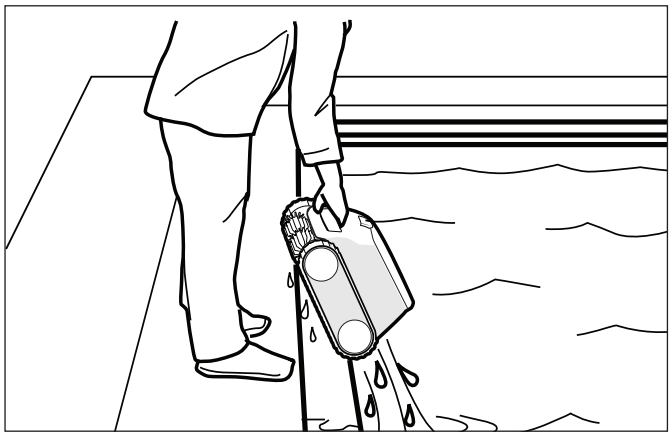

Figura 6. Siempre sujete el limpiador de la manija para retirarlo
Utilice la manija para levantar el limpiador del agua y sostenerlo en posición vertical sobre la superficie de la piscina para drenarlo (Figura 6). **Nunca retire el limpiador de la piscina tomándolo del cable flotante.**
6. Cuando se encuentre al alcance, retire el limpiador de la piscina utilizando la manija. El limpiador expulsará el agua rápidamente para permitirle retirarlo de manera más fácil y liviana (Figura 6).